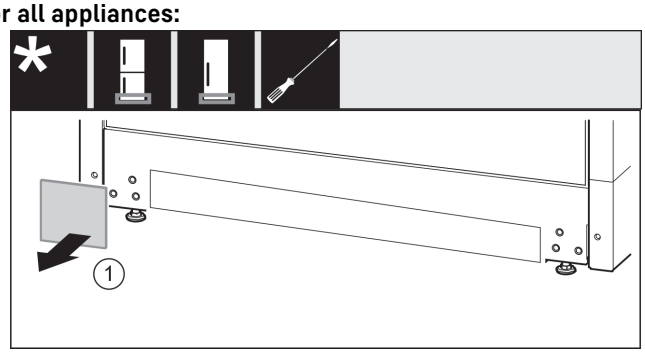

Fig. 23
- ▶ Remove cover *Fig. 23 (1)*.